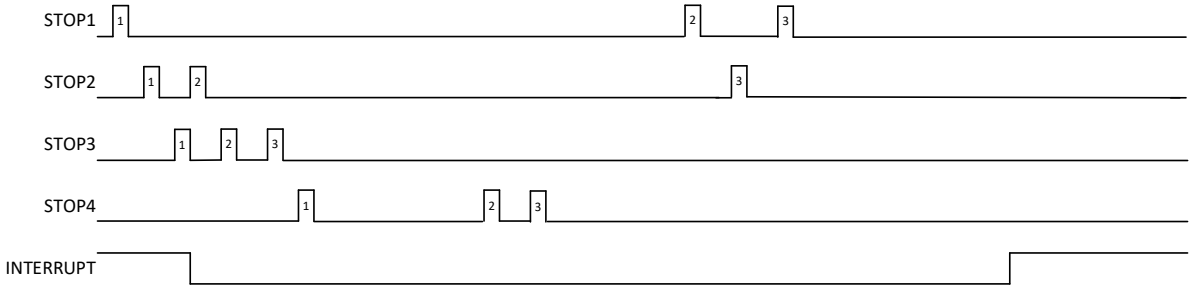

图 19. 在 4 个通道上测量 STOP
- 在图 19 中，接收所有 STOP 信号，因为 FIFO 永远不会满